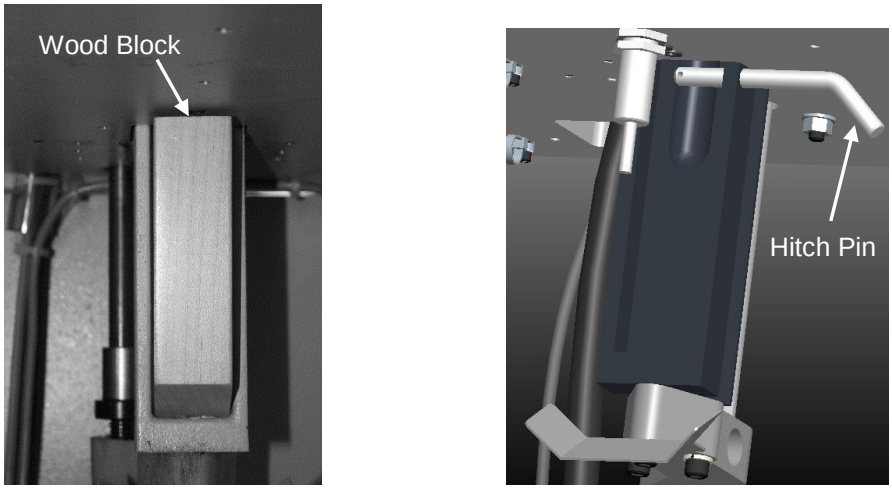

Figure 17 – Lock the Cutting Head Down
3. Insert the knife hold-down block or hitch pin as shown in Figure 17.